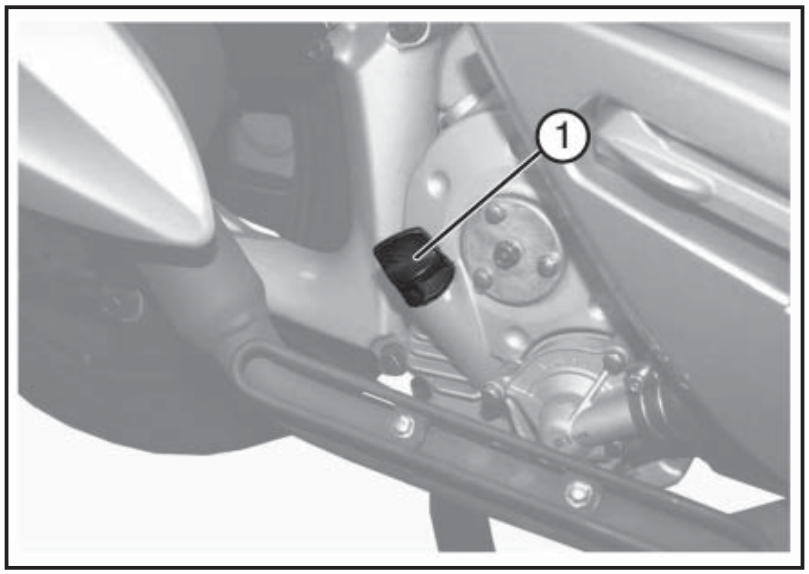

Fig. 02 QSI0042
- Desenrosque el tapón-varilla «**1 - Fig. 02**» y límpielo con un paño limpio.
- Enrosque completamente el tapón-varilla «**1 - Fig. 02**».
- Desenrosque de nuevo el tapón-varilla «**1 - Fig. 02**» y controle que el nivel del aceite alcance el nivel intermedio entre ***MIN*** y ***MAX*** indicado en la **Fig. 01**.